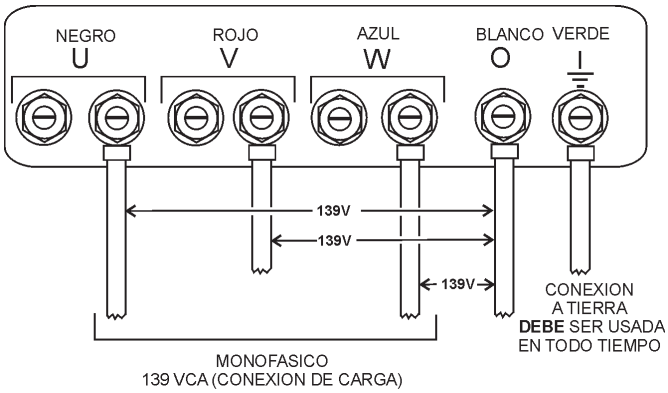

**Figura 24. Contactos de terminales UVWO conexiones 1Ø-139V**
2. Conecte los cables de carga a las terminales UVWO como se muestra en la Figura 24.